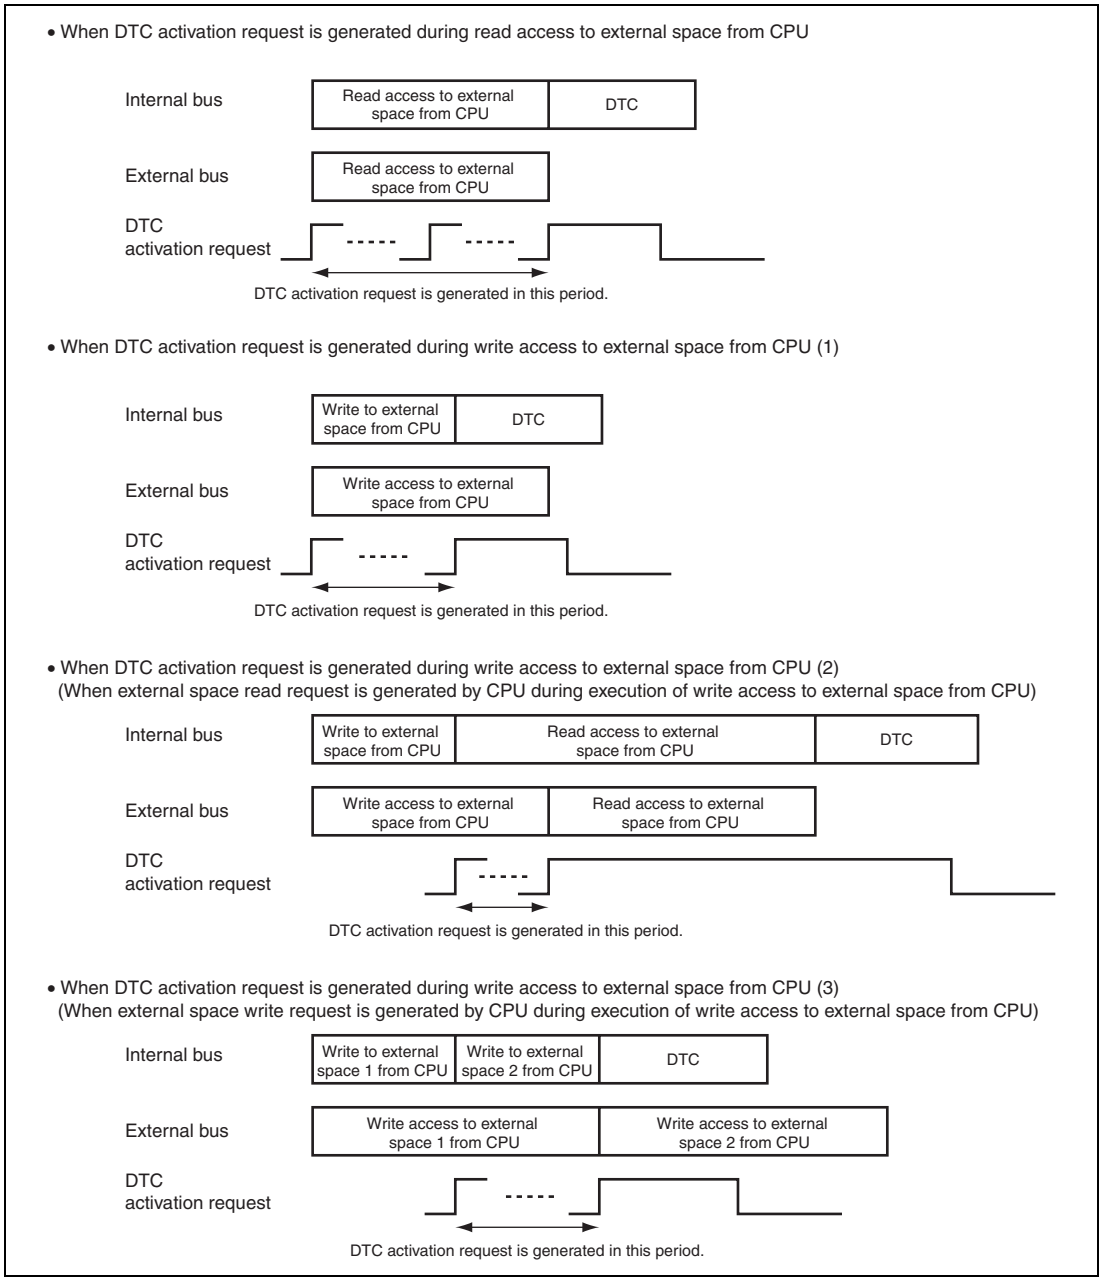

**Figure 9.9 Bus Arbitration When DTC Activation Request Occur during External Space Access from CPU**
In addition, because the write buffer operates as described in section 9.5.7 (2), Access in View of LSI Internal Bus Master, arbitration between the CPU and DTC is different depending on whether the external space access by the CPU is a write or read access. Figure 9.9 shows the bus arbitration when a DTC activation request is generated while an external space is accessed by the CPU.